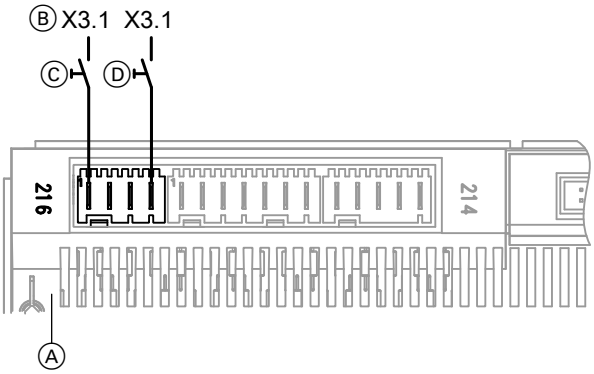

Rys. 56
- Do regulatora pompy ciepła zgodnie z rys. 56